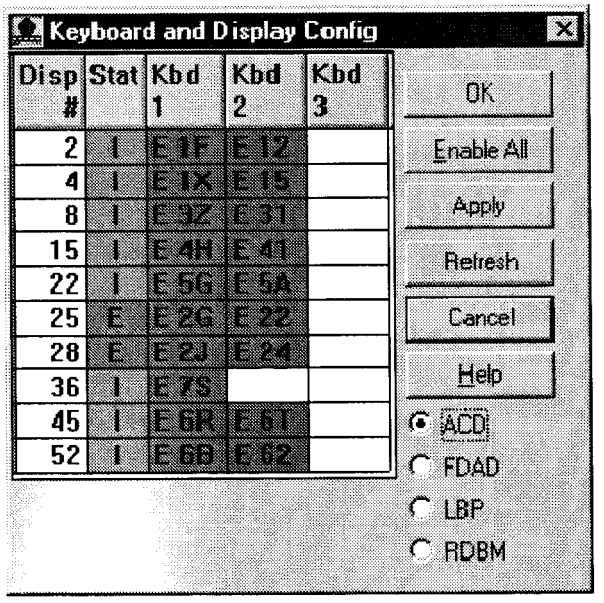

FIGURE 4-18. KEYBOARD AND DISPLAY CONFIGURATION WINDOW
2. Observe the Keyboard and Display Config window (Figure 4-18).